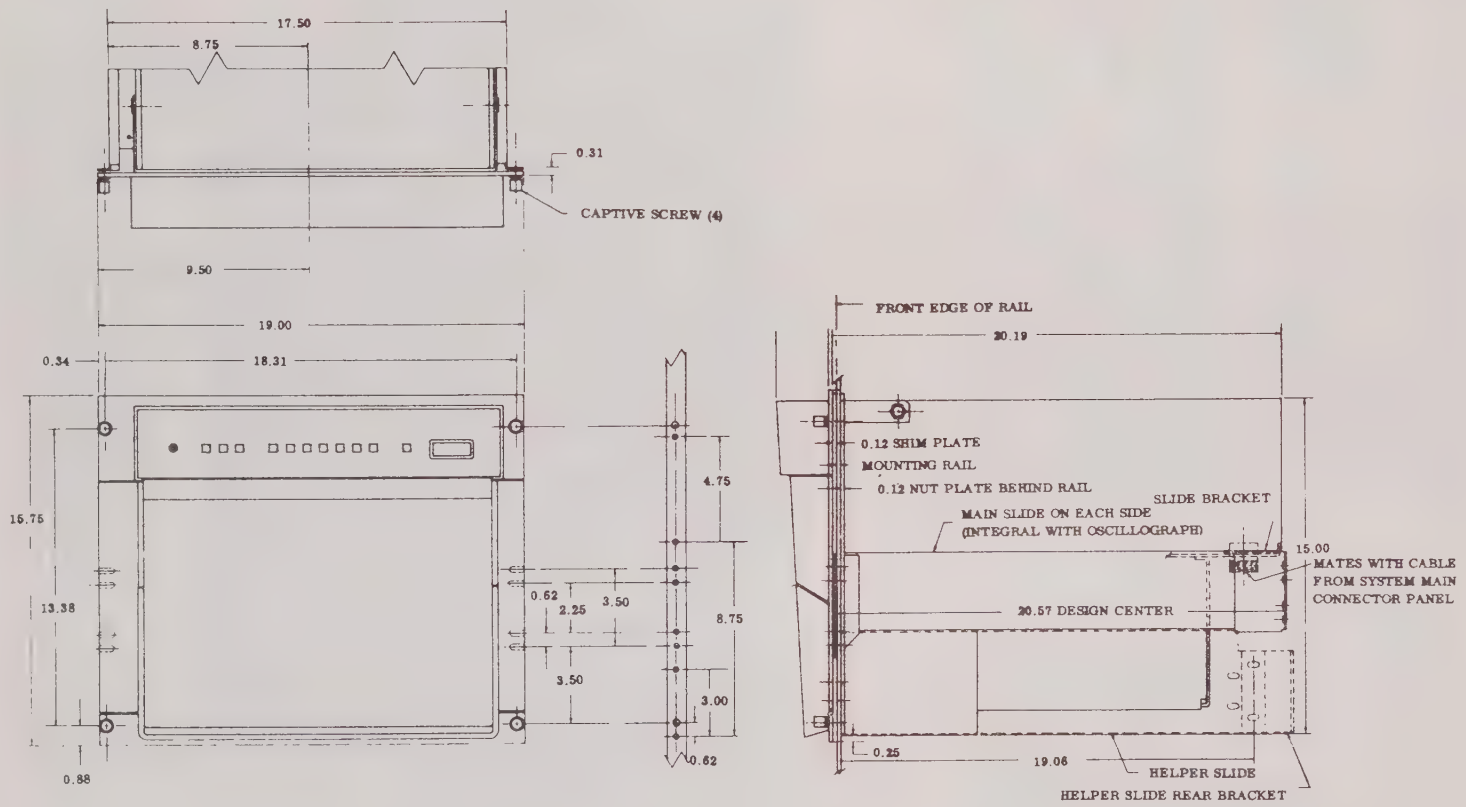

FIGURE 2-5 OUTLINE DIMENSIONS - VERTICAL OSCILLOGRAPH
12. Outline dimensions for vertical oscillograph are shown in Figure 2-5.